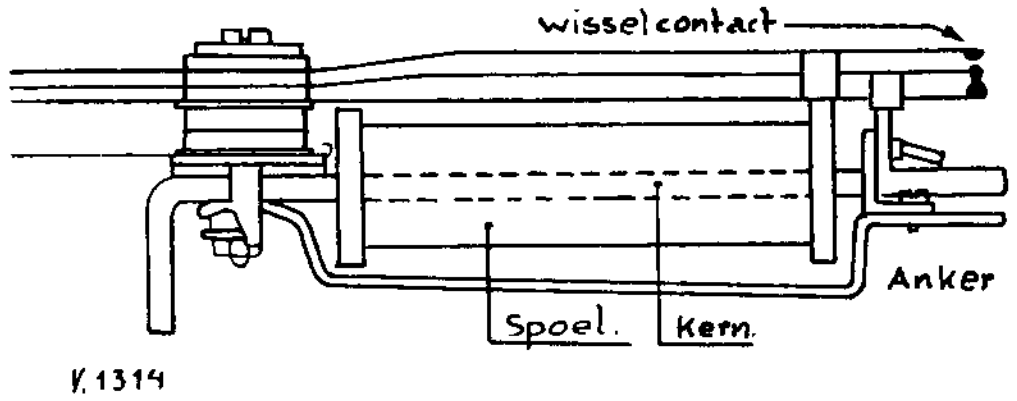

Fig. 1. Vlakanker-relais
2. *Snel afvallen.* Voor een snel afvallend relais — dus kleine afvaltijd — is nodig een grote veerbelasting (tegendruk van de contactveren), een dikke kleefstift en een kleine stroomzekerheid. Verder is ook hier weer een kleine zelfinductie van de wikkeling gewenst. Moet het relais zowel snel opkomen als snel afvallen, dan moeten we een compromis tussen genoemde grootheden zoeken. Voor een normaal neutraal relais, zoals van fig. 1 en 2, bedragen de kleinste te bereiken opkom- en afvaltijden ongeveer 10 m/sec.